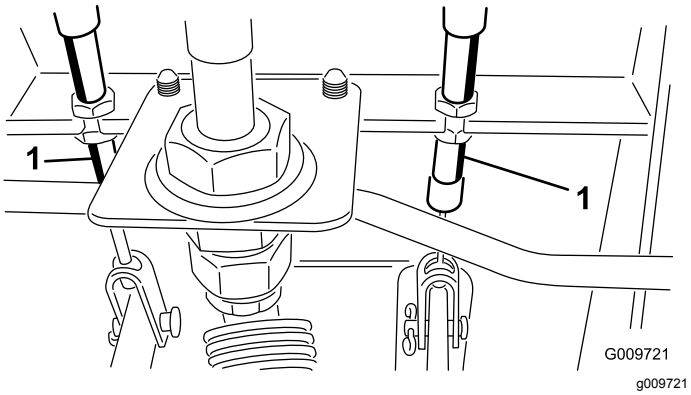

Figuur 73
A. Draai de voorste moer op het draadeinde van de remkabel los (Figuur 73).